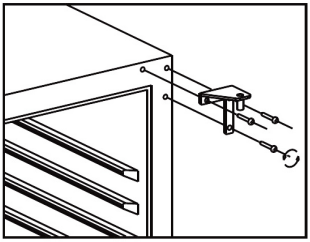

Abb. 6.3
- Das rechte, obere Scharnier abmontieren und für späteren Gebrauch aufbewahren. Siehe Abb. 6.3